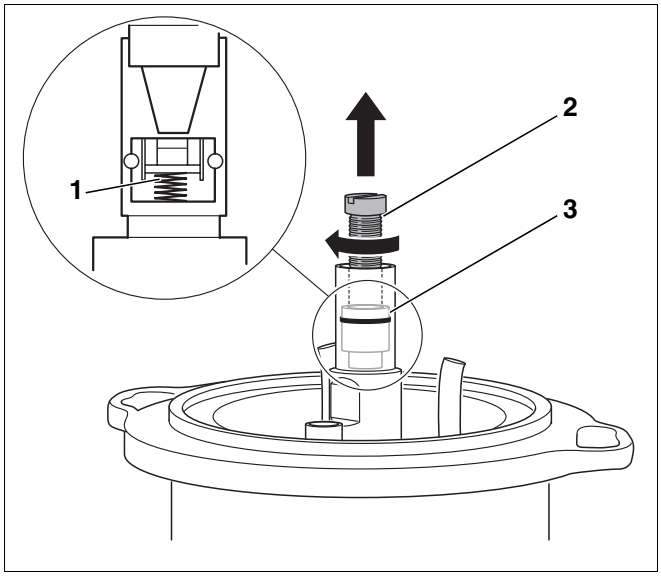

Rys. 37 Wymiana zaworu odcinającego
Zawór odcinający (rys. 37, **poz. 3**) w podgrzewaczu wstępnym oleju działa na zasadzie zaworu zwrotnego. Pracująca pompa olejowa przetłacza olej przez zawór odcinający. W momencie wyłączenia pompy olejowej zawór odcinający zostaje zamknięty pod wpływem działania sprężyny (rys. 37, **poz. 1**).
- Wkręcić śrubę M5 × 50 (rys. 37, **poz. 2**) i wyjąć zawór odcinający (rys. 37, **poz. 3**).